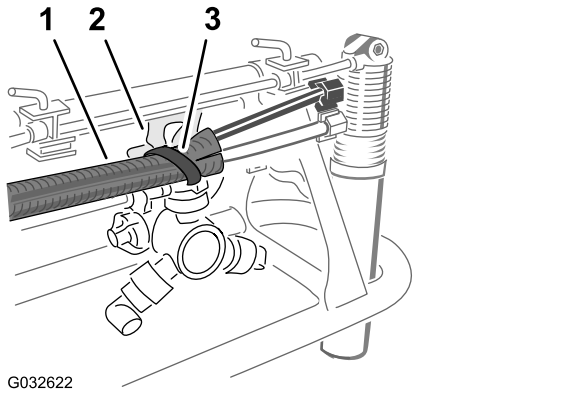

Figur 30
5. Fäst rörsystemet mot hålet i munstycksstödet med ett kabelband enligt Figur 30.